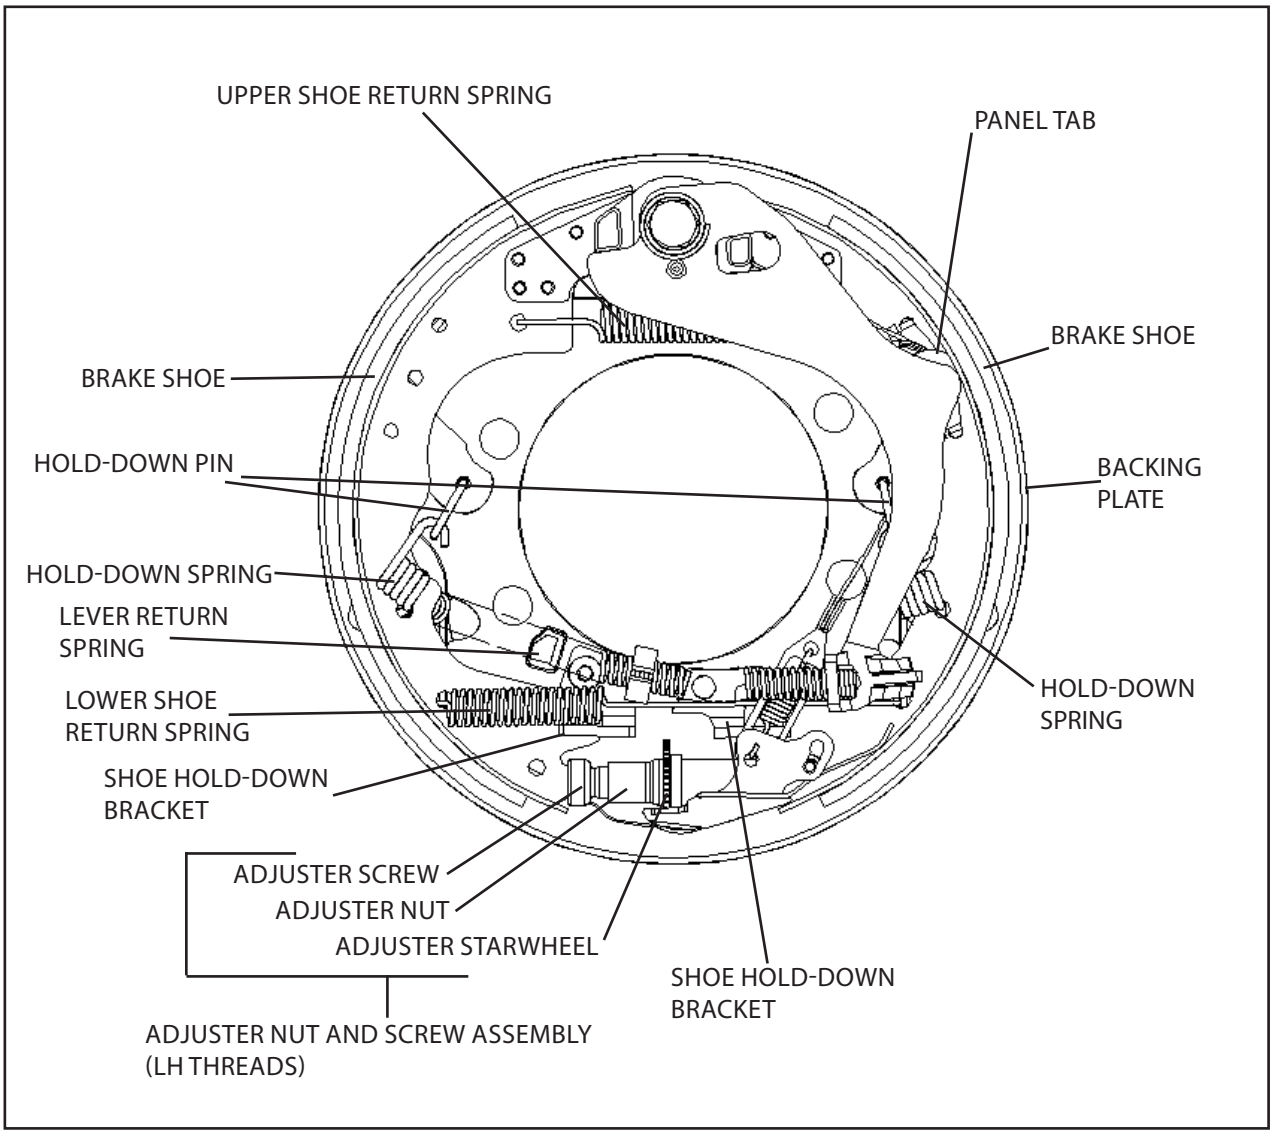

Figure 5. Brake Shoes and Related Components (Release 3 shown)
Brake shoes are attached to the backing plate by hold-down springs and pins, shown in Figure 5. Both shoes seat against the backing plate anchor post at the top and are connected by the adjuster nut and screw assembly at the bottom. Shoe hold-down brackets are permanently mounted to the backing plate to assist in guiding the shoes. The shoes are pulled toward each other by two low-tension shoe return springs. Proper orientation of the various springs, including their hook ends, must be maintained for proper function. The starwheel used for adjusting the shoe clearance to the drum is on the adjuster nut.
4. Visually inspect the brake shoes (Figure 5). Shoes should be replaced if there is uneven lining wear or when the remaining lining reaches 0.76 mm (0.030" or approximately 1/32") thickness or less above the shoe. If grease, automotive fluids, or other foreign material that would compromise operation is found on, soaked into or embedded in the linings, the shoes should be replaced. Also, if cracks, excessive deformation, or wear on either end is found, the shoes should be replaced. See section on SHOE REPLACEMENT for service details.
6. Inspect various springs and hold down pins (Figure 5) for excessive wear, heat discoloration, heavy corrosion or other damage and replace as necessary. See section on SHOE REPLACEMENT for service
7. Inspect adjuster cable assembly for damage or wear (Figure 5). Replace as necessary. See section on SHOE REPLACEMENT for service details.
8. Inspect adjuster nut and screw (Figure 5) for any damage or corrosion to the threads or burrs, chips, corrosion or other damage to the teeth on the adjuster nut starwheel. Damaged teeth or threads may prevent proper function of the brake self-adjusting function. Replace as necessary. See section SHOE REPLACEMENT for service details.